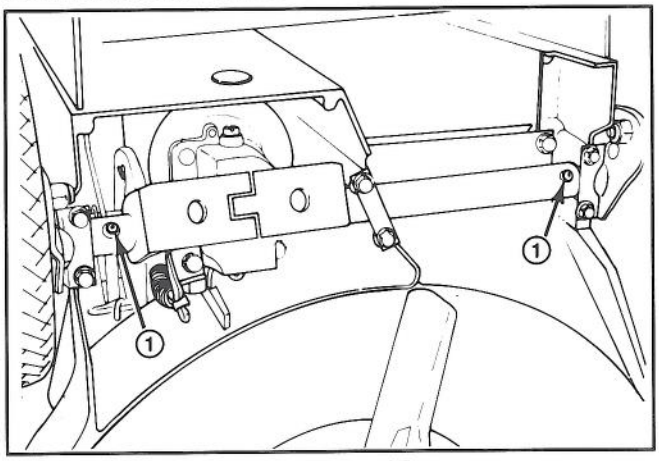

Abbildung 27
2. Den Mäher nach rechts kippen. Alle Schmiernippel mit einem Lappen sauberwischen (Abb. 27). Eine Fettpresse ansetzen und in jeden Nippel zwei bis drei Hübe Mehrzweckfett #2 auf Lithiumbasis einpressen.